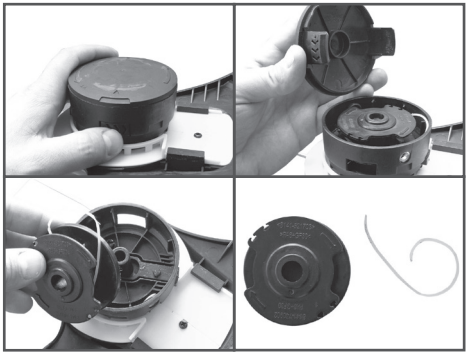

Рис. 13 Извлечение корда из триммерной головки
1. Нажмите на два фиксатора и снимите крышку корпуса триммерной головки. Извлеките из корпуса катушку. Удалите с катушки остатки триммерного корда. Произведите очистку корпуса триммерной головки от грязи и травы (Рис. 13).